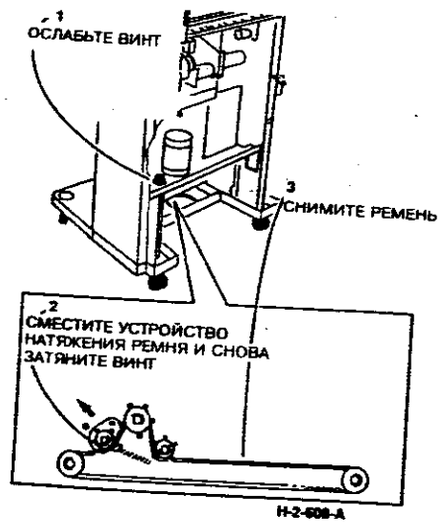

**Рисунок 1. Снятие ремня привода ячеек**
3. (Рисунок 1) Снимите ремень привода ячеек.